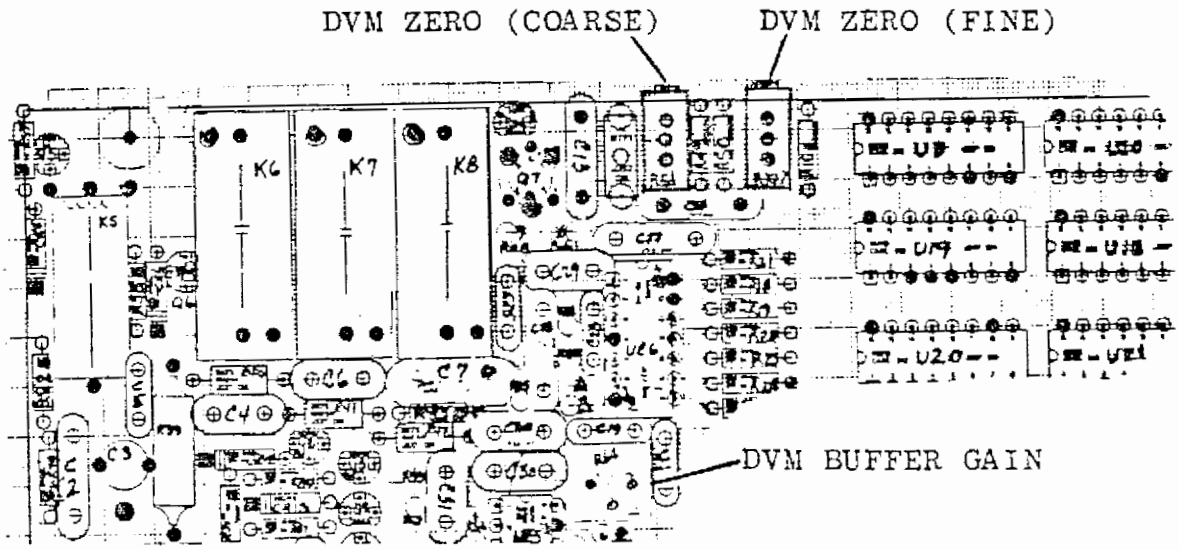

FIGURE 6.1 DVM INPUT BUFFER ALIGNMENT POINTS
6.1.4 Adjust the Coarse and Fine DVM Zero potentiometers on the Front Panel Interface board (See Figure 6.1) for a reading of 0 ± 0.5 mV on the external DVM.